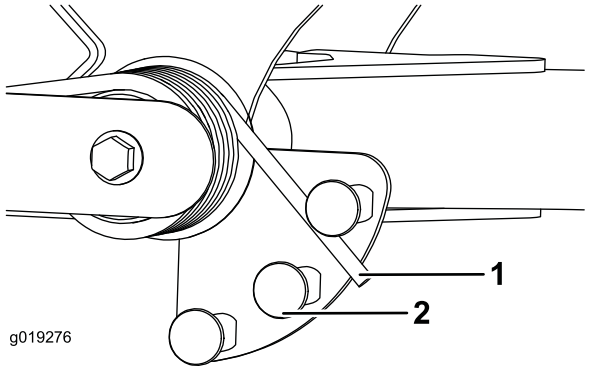

Figuur 33
2. Breng een buis of vergelijkbaar voorwerp aan over het lange veeruiteinde en draai ze rond de actuator van de veer tot de gewenste stand (Figuur 33).